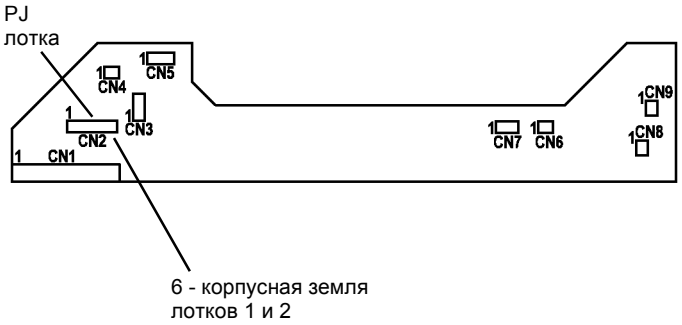

Рисунок 15 PWB интерфейса PCM
c. Подсоедините красный щуп мультиметра к CN1-19 PWB интерфейса PCM (Рисунок 15).
d. Подсоедините красный щуп мультиметра к CN2-6 PWB интерфейса PCM (Рисунок 15).